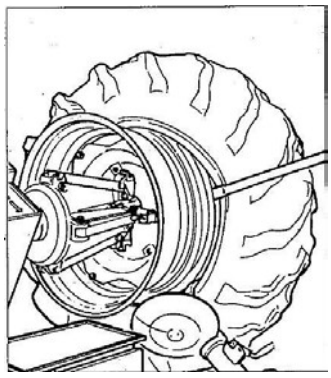

Рис. 7.12
13) Вставьте рычаг LA между ободом и бортом справа от инструмента (см. рис. 7.12).